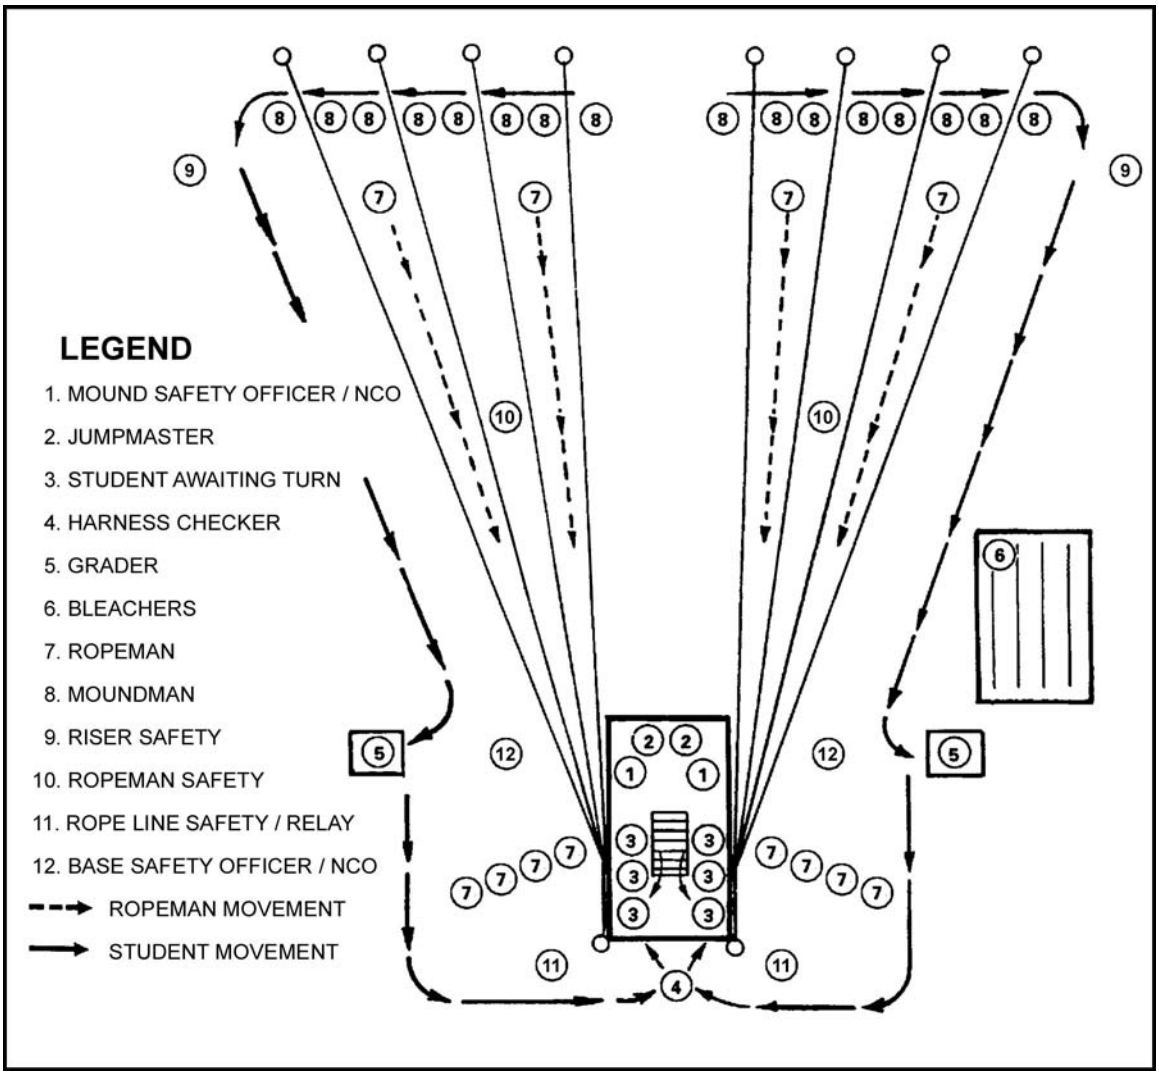

Figure 4-10. Tower personnel positions.
a. **Instructors**. A minimum of seven instructors are required to operate this apparatus. Their positions are indicated in Figure 4-10.
(1) Two JMs hook up students in the tower and issue the last two jump commands.
(2) One harness checker inspects all harnesses before students exit the tower.
(3) Two graders on the ground critique and grade the students' performance on the apparatus.
(4) Two mock door instructors correct students on problem areas and give them additional practice.